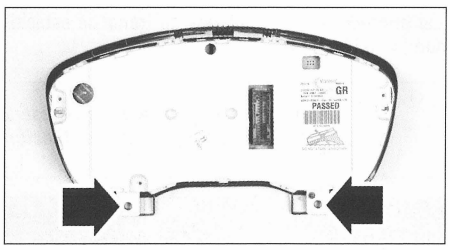

FIG. 39
- los dos tornillos de fijación del cuadro de instrumentos **(fig. 39)**.